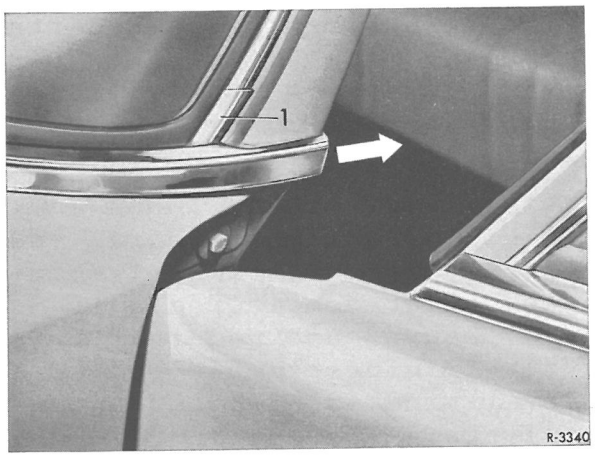

Fig. 67-1/1
1 Afdækning (1) til venstre resp. højre skubbes op med en kunststof-el. en trækile (fig. 67-1/1).